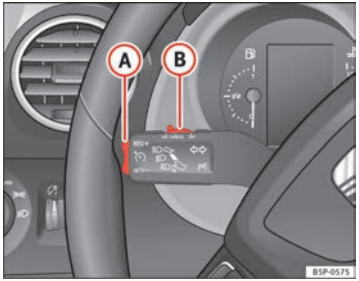

Fig. 153 Turn signal and main beam headlight lever: switch and rocker switch for the cruise control
- when the lever (B) is moved to the position “CANCEL” without reaching the “OFF” position. Once the “CANCEL” operation is completed, the lever is released and returns to its initial position.
To resume the cruise control, release the brake or clutch pedal or reduce the vehicle speed to less than 180 km/h and press once on the upper part of the rocker switch **RES/+** ⇒ fig. 153 (A).